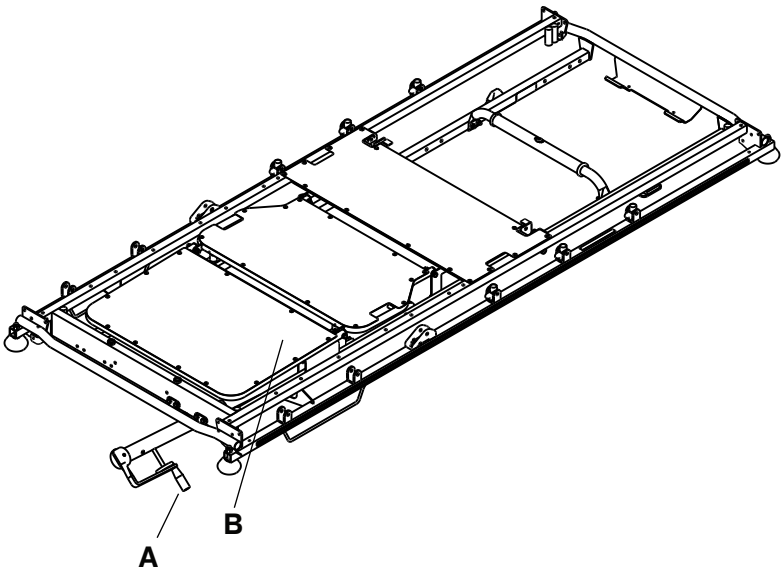

Abbildung 6 – Knieteilverstellung und Handkurbel
Zum Anheben der Knieteilverstellung (B) die Handkurbel (A) im Uhrzeigersinn drehen (Abbildung 6).